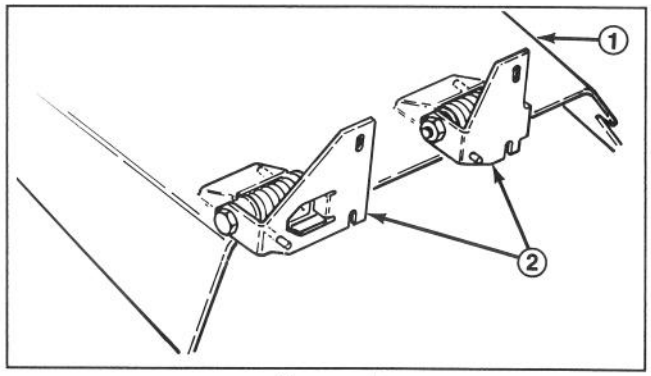

Figure 4
3. Install new pivot brackets on deflector (Fig. 4). Do not over tighten nuts because brackets must be allowed to pivot. Save this assembly for side discharge operation.